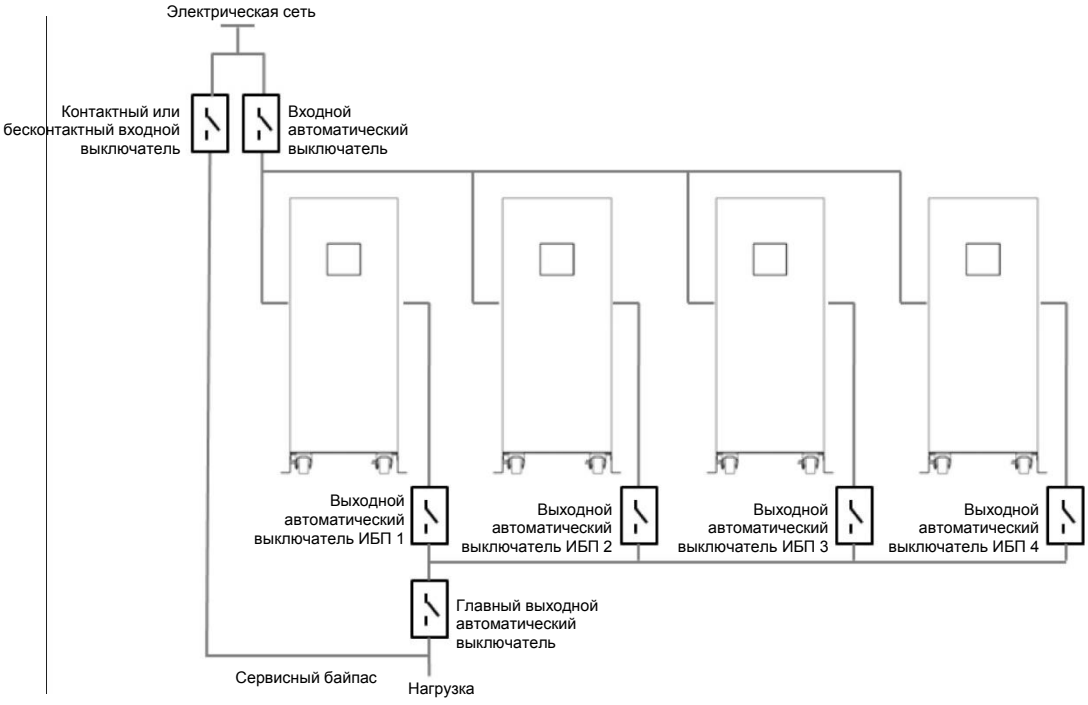

Рис. 15. Схема параллельной установки
5. Выполняя монтаж проводки для каждого ИБП, строго соблюдайте требование к электропроводке. Обратите внимание, что каждому ИБП требуется независимая аккумуляторная батарея (см. раздел 4.2.2.1 и Рис. 15).